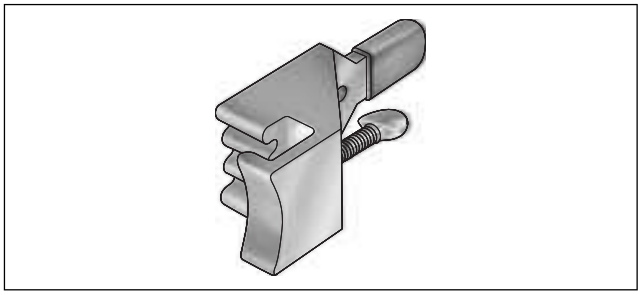

Figure 6-10. Final Drive Sprocket Locking Tool (Part No. HD-41184)
3. Obtain FINAL DRIVE SPROCKET LOCKING TOOL (HD-41184) to lock transmission sprocket. See Figure 6-10. Proceed as follows: